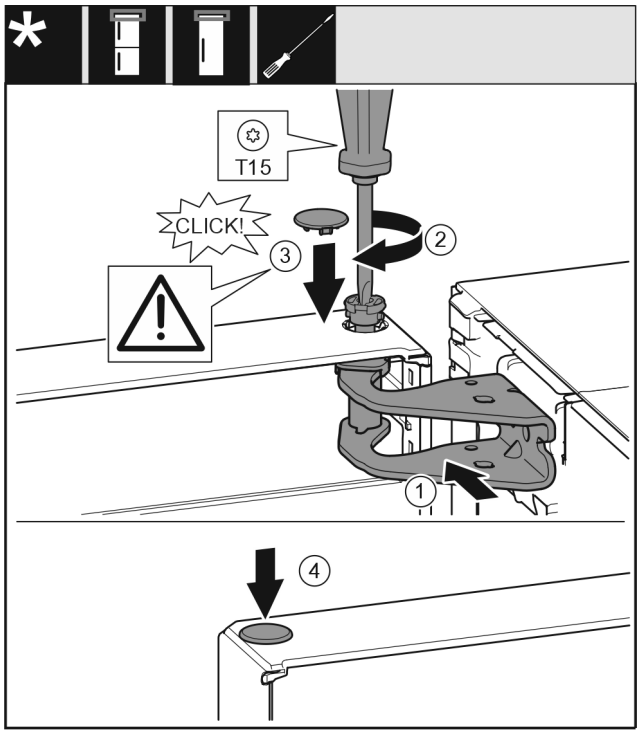

Fig. 24
- ▶ Tür oben zur Öffnung im Lagerbock ausrichten. *Fig. 24 (1)*
- ▶ Bolzen einsetzen und mit Schraubendreher T15 festschrauben. *Fig. 24 (2)*
- ▶ Sicherungsabdeckung zur Sicherung der Tür montieren: Sicherungsabdeckung einsetzen und Kontrollieren ob sie auf der Tür aufliegt. Ansonsten Bolzen vollständig einsetzen. *Fig. 24 (3)*
- ▶ Stopfen einsetzen. *Fig. 24 (4)*